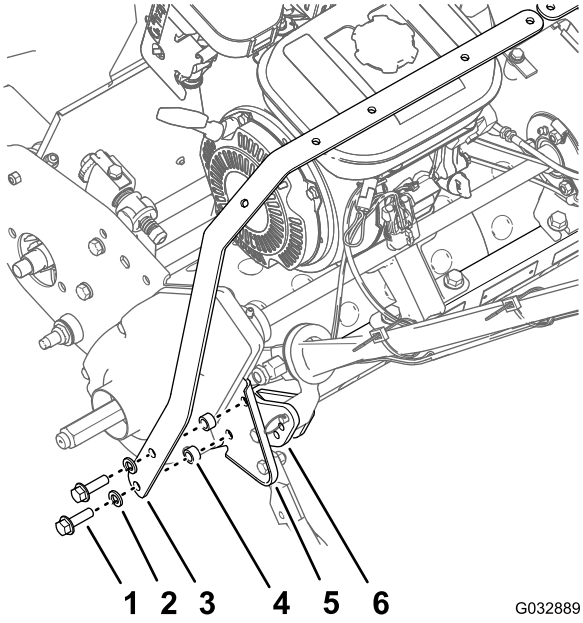

Рисунок 7
9. Установите левую планку штанги освещения, две проставки и левую пластину на наружную накладку задней рамы (Рисунок 7) при помощи двух болтов с фланцевыми головками (3/8 x 1-1/4 дюйма) и двух стопорных шайб (3/8 дюйма – снятых при выполнении пункта 6).